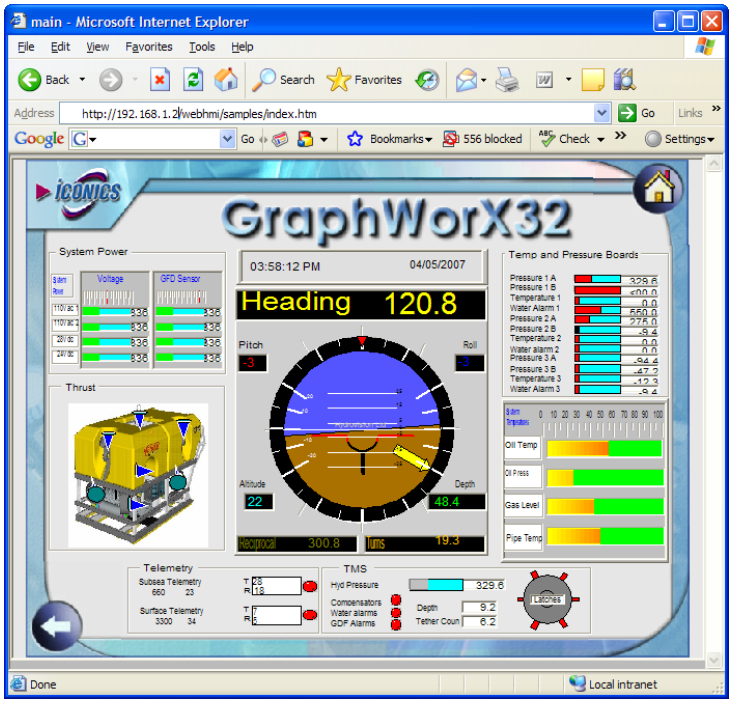

Figure L8.20: WebHMI GraphWorX32 Sample Page
20. To test the OPC communication between the client and the server, click on the **GraphWorX32** link to see the display shown in **Figure L8.20.** You should not